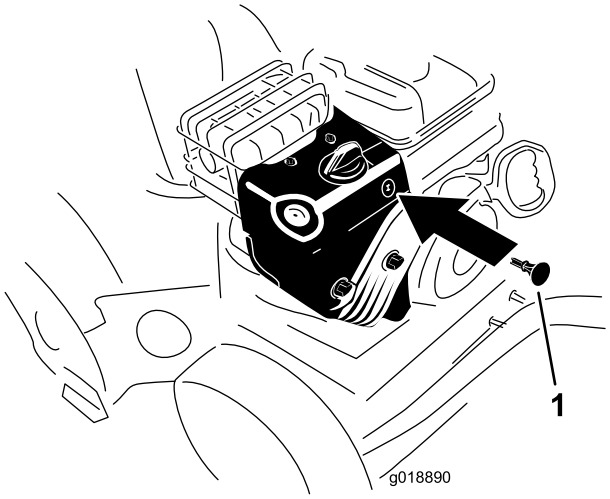

Rysunek 21
3. Włóż kluczyk zapłonu (Rysunek 21).